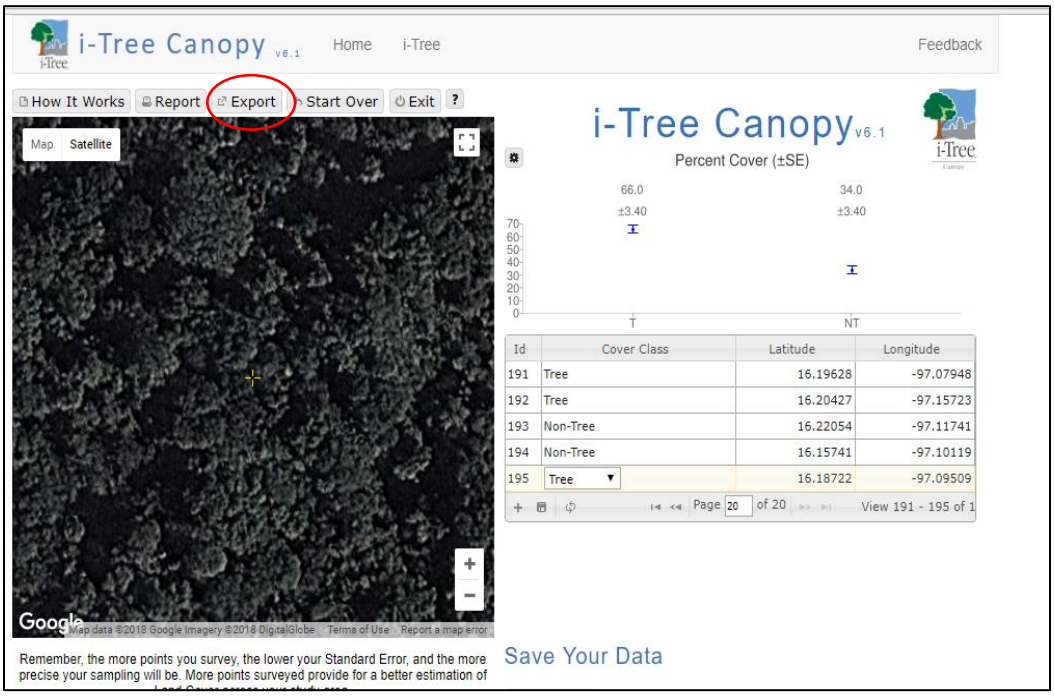

Figure 46. i-tree Export Points
1.6 Once the correct sample of points has been taken, the Project Developer must export the data points (Figure 46).